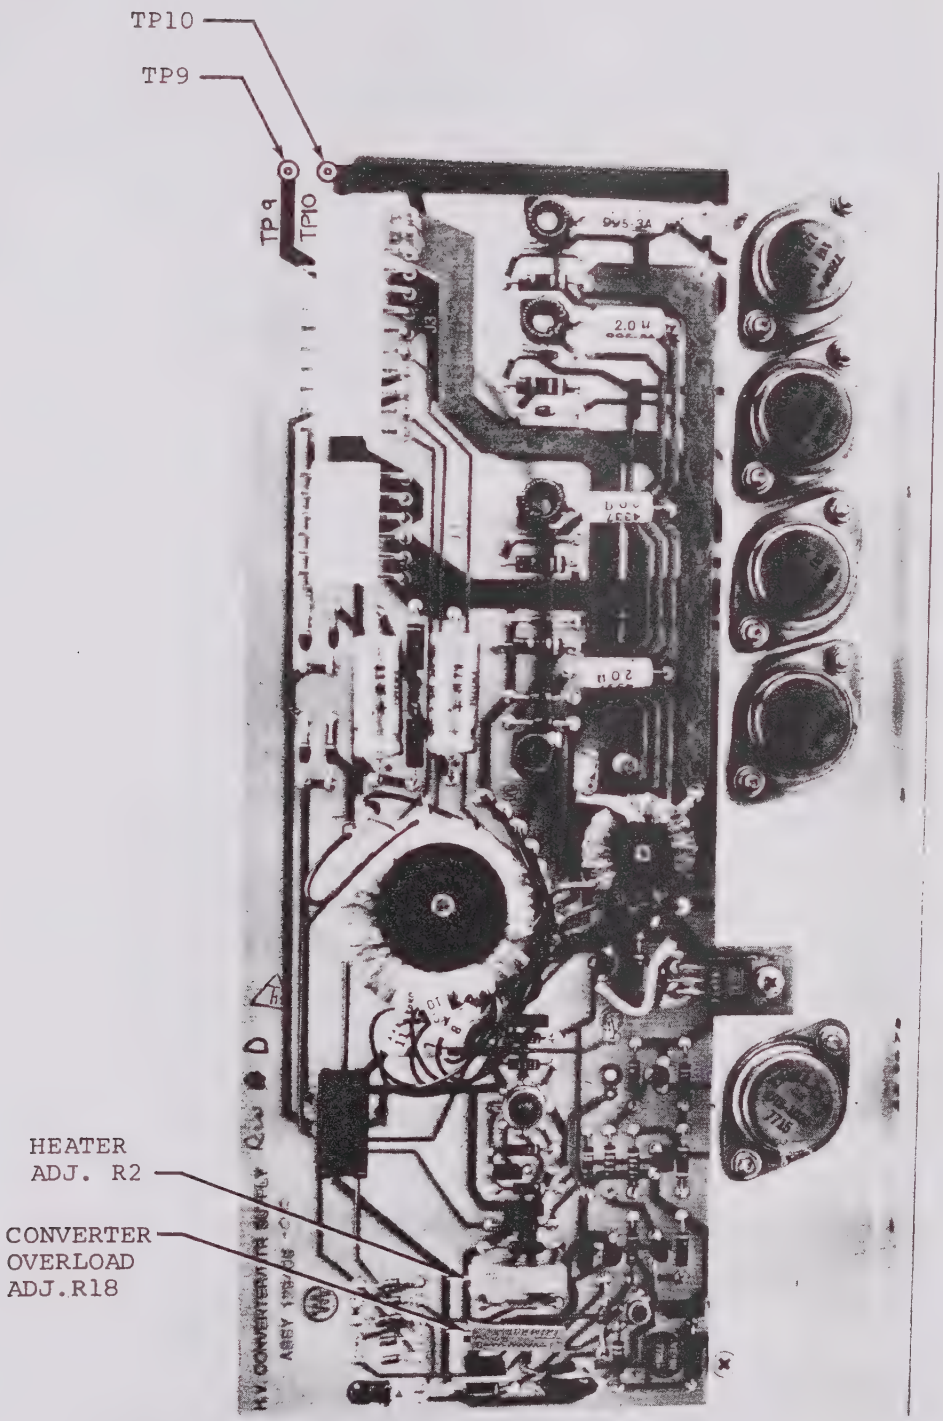

FIGURE 6-6 HV CONVERTER PWB A4 ADJUSTMENTS AND TEST CONNECTIONS
c. Refer to Figure 6-6. Disconnect A4J1 from HV converter PWB A4. Connect DVM/VOM from A3E7 (TP-8) to chassis. Connect a jumper from A3E7 (TP-8) to A3E10. (The switch regulator will not operate without a load unless a jumper or a 56K resistor is placed across A3E7 (TP-8) and A3E10).
c. Disconnect A4J3 from HV converter (A4), Figure 6-6.
f. Turn on CB1. The voltmeter will read less than 6.3 VDC. As the timing cycle is completed, the voltage will increase to 6.35 VDC ± .1 VDC. If, after the timing cycle is complete and the logic is in STANDBY, the HV Monitor reads other than 6.35 VDC ± .1 VDC, locate A4R2, Figure 6-6,and adjust A4R2, to read 6.35 VDC ± .1 VDC.